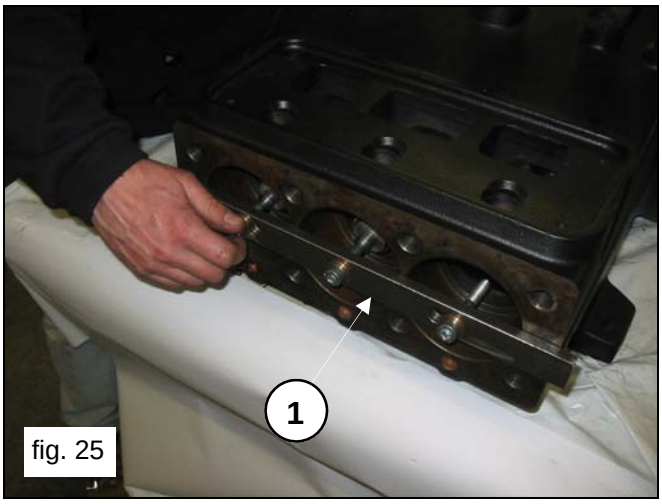

fig. 25
Push the connecting rods forward in the direction of the hydraulic side in order to push out the crankshaft. Use the apposite tool to facilitate this operation (cod. 27566200), (pos.①, fig.25).